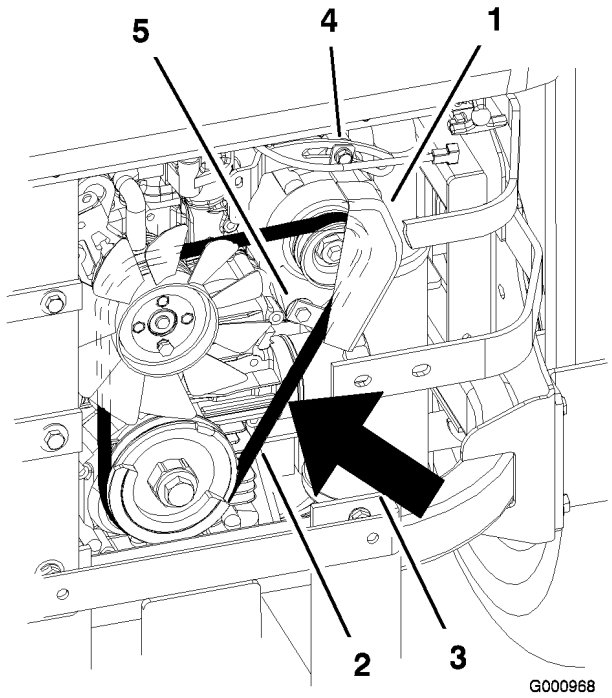

Figur 63
7. Lossa den nedre bulten och ta bort den övre bulten som håller fast generatorn och kåpan (Figur 63).
9. Montera en ny rem runt remskivorna och generatorn (Figur 63).
14. Dra åt den nedre bulten och montera den övre bulten som håller fast generatorn och kåpan (Figur 63).
2. Justera generatorn mot utsidan tills remmen har en nedböjning på 7 till 9 mm mellan motorn och generatorremskivorna med 10 kgf kraft (Figur 63).
5. Dra åt den nedre och övre bulten om nedböjningen är korrekt (Figur 63).